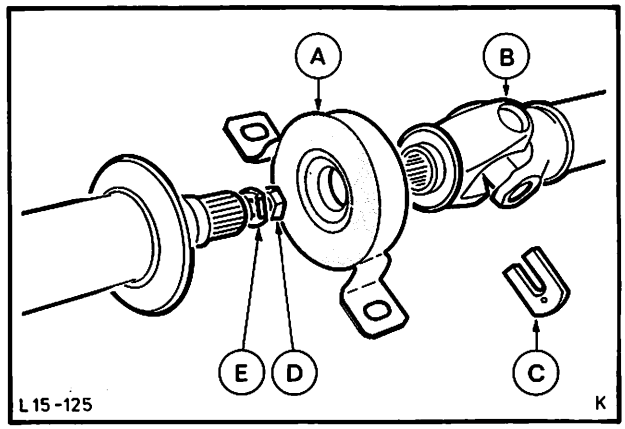

Abb. 192 Mittellager einer Gelenkwelle mit Gummilager
6. Hohlräume auf beiden Seiten des Kugellagers mit Fett (FORD-Spezifikation S-M1C 4515-A) füllen, Abb. 192.